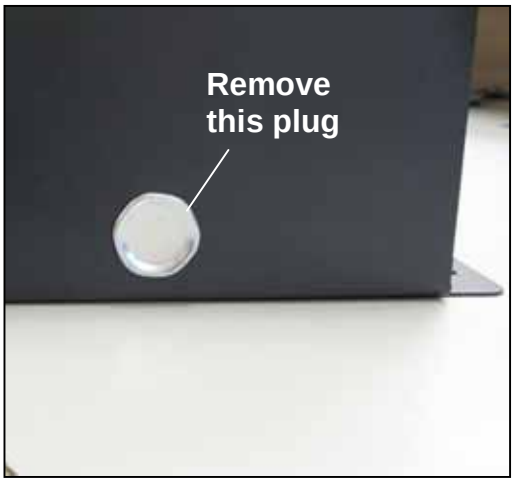

Figure 37: SS1-to-OM4 Connection
4. See Figure 37 Remove the metal plug from the right side of the SiteSentinel iTouch Controller to expose the DIN connector inside.